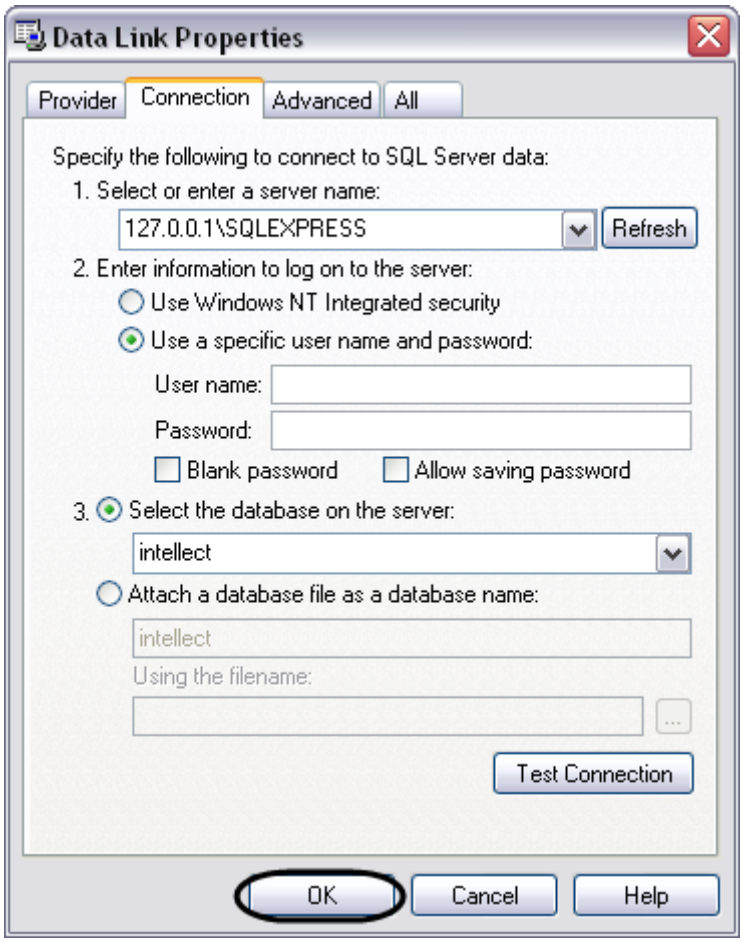

Figure 9.4-20. Confirming the changes
f. In case of a successful test, confirm the database change by clicking the OK button (Figure 9.4-20).